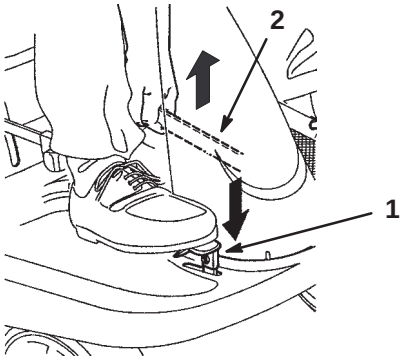

Figure 2
1. Appuyez sur la pédale de frein (Fig. 2) et maintenez-la enfoncée.
2. Relevez le levier de frein de stationnement (Fig. 2) et relâchez progressivement la pédale de frein. La pédale doit rester bloquée en position enfoncée.
2. Appuyez sur le levier du frein de stationnement (Fig. 2) et relâchez progressivement la pédale de frein.